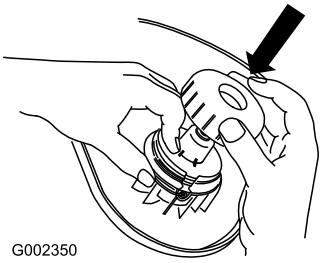

Figuur 16
2. Houd de lijn en de spoel vast en plaats de kap op de spoel (Figuur 16).